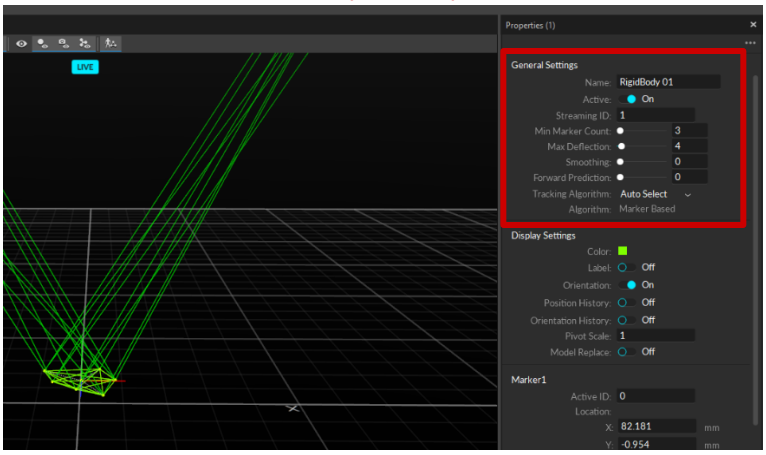

Figure 5. Properties pane
4. Motive now shows the properties of the rigid body defined (Figure 5). Ensure that the Streaming ID is set to 1 (default). If the Properties pane does not get displayed by default, you may access it from the View > Properties pane.